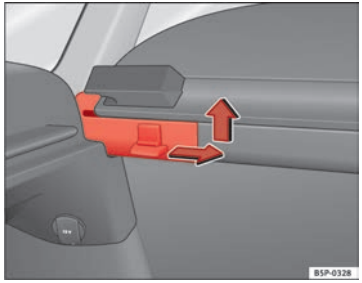

Fig. 122 Smontaggio del pianale portaoggetti
– Premere la spina laterale nel senso della freccia, sollevare il pianale ed estrarlo ⇒ fig. 122.